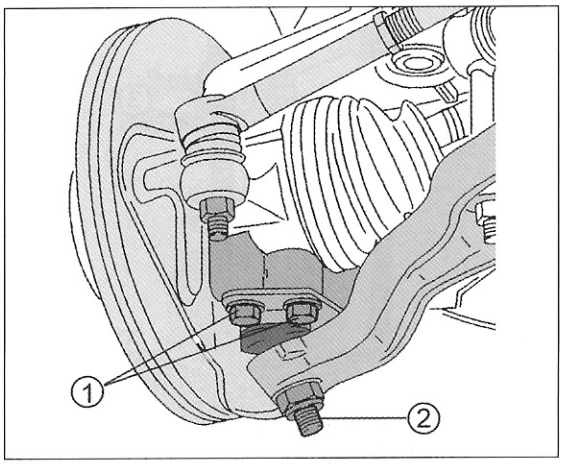
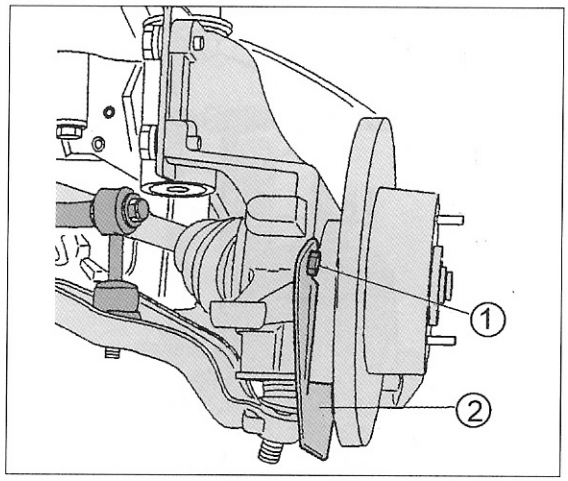

Bild 228
Bild 236
• Das Aufhängungskugelgelenk von der Unterseite des Achsschenkels abschrauben, wenn der Querlenker mit dem Gelenk ausgebaut werden soll. Andernfalls die Mutter des Kugelbolzens von der Unterseite des Querlenkers abschrauben und den Kugelbolzen mit einem geeigneten Abzieher vom Querlenker trennen. Bild 228 zeigt die beiden Varianten.
Die Erneuerung findet in ähnlicher Weise statt wie es beim Aus- und Einbau eines Querlenkers beschrieben wurde. Nachdem der Querlenker vom Kugelbolzen getrennt wurde (siehe Bild 228) die beiden Schrauben (1) herausdrehen. An der Außenseite ist ein Schutzschild angebracht (siehe Bild 236), welches nach Lösen einer Schraube zu entfernen ist. Das Kugelgelenk danach abnehmen.
Der Einbau geschieht in umgekehrter Reihenfolge. Die Schrauben (1) in Bild 228 mit 88 Nm, die Mutter (2) je nach Fahrzeugmodell mit 130 Nm oder 180 Nm anziehen (siehe Kapitel 9.6).